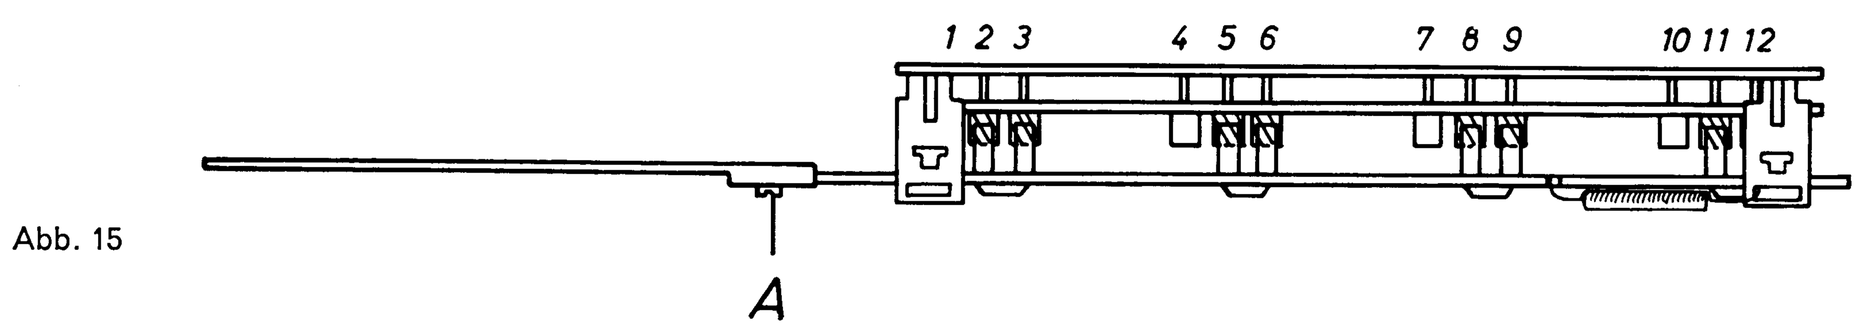

Abb. 15
8.4 Entzerrerumschalter (siehe Abb. 15)